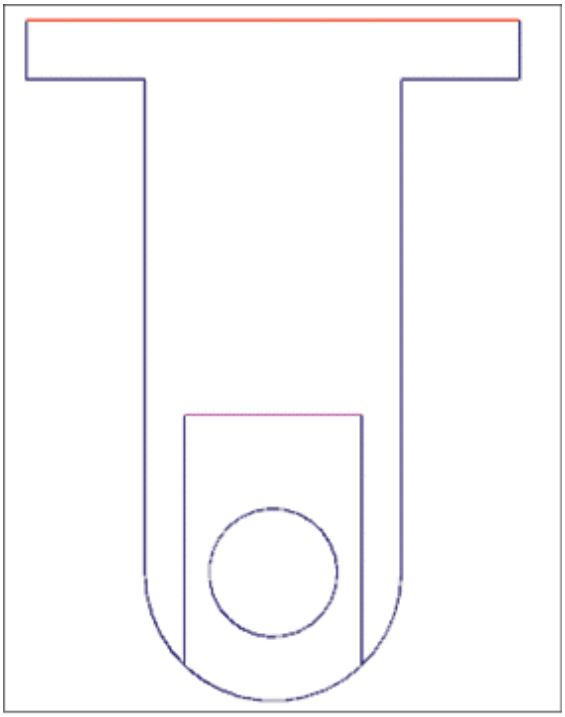

Figure-139. Final sketch
- Create a circle of diameter **13** at the center of trimmed circle and delete the centerline. Final sketch will be displayed as shown in Figure-139.